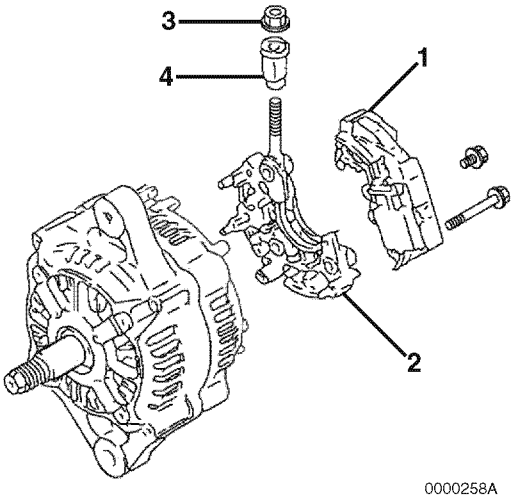

Figure 12-7
4. Remove the bolt retaining the regulator assembly **(Figure 12-7, (1))** to the holder **(Figure 12-7, (2))**.
5. Remove the bolts retaining the holder **(Figure 12-7, (2))** to the rear frame housing. Remove the holder.
6. Remove the nut **(Figure 12-7, (3))** retaining the insulation bushing **(Figure 12-7, (4))**. Remove the insulation bushing.